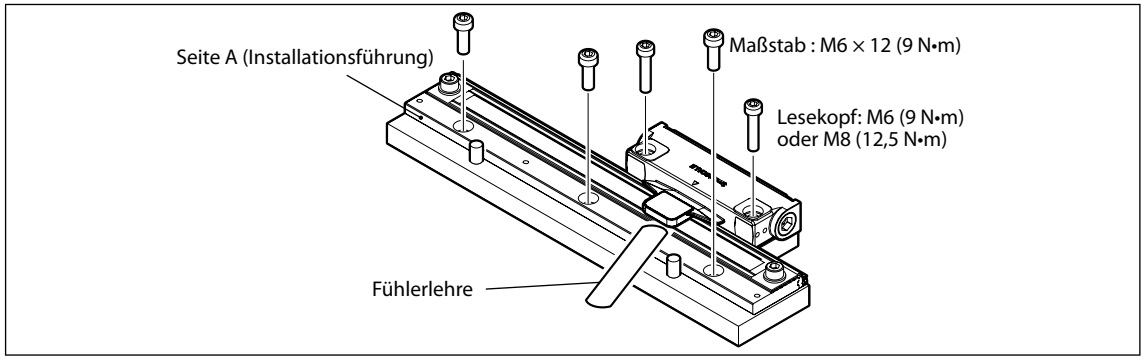

Abb. 3-2
- Drehen Sie zuerst die Befestigungsschrauben des Lesekopfes provisorisch ein. Verwenden Sie eine Fühlerlehre, um das Spiel mit dem Maßstab zu prüfen, und ziehen Sie dann die Schrauben mit dem vorgeschriebenen Anzugsmoment an, um den Maßstab zu befestigen. (Siehe Abb. 3-2.)